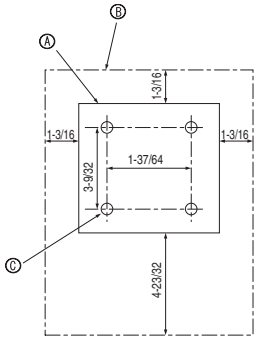

Fig. 6-2
(1) Sélectionner l'endroit d'installation de la télécommande. (Fig. 6-2)
[Fig.6-2]